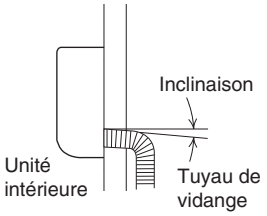

Fig. 3-35
a) Le tuyau de vidange doit être en pente descendante vers l'extérieur. (Fig. 3-35)